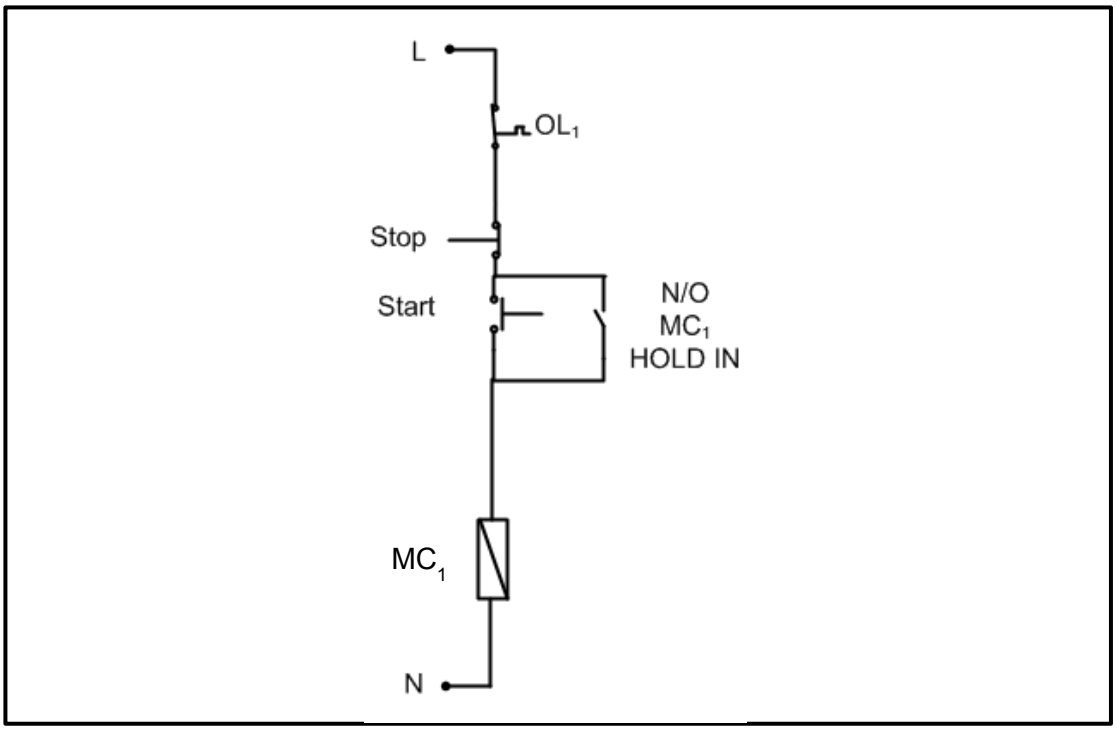

FIGURE 6.2: DOL STARTER
6.9 Refer to FIGURE 6.2 and answer the questions that follow.
6.9.2 Give ONE example where the circuit in FIGURE 6.2 may be used in an electrical application. (1)